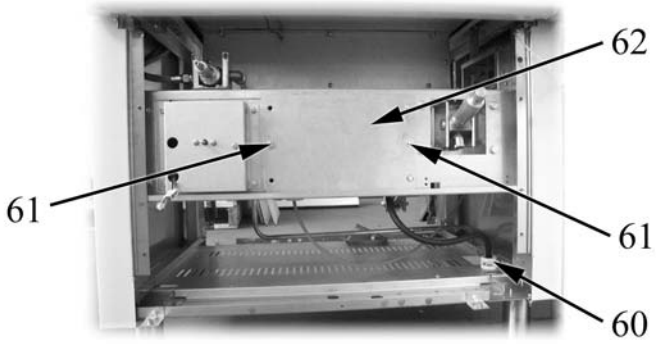

Fig. 6
- after removing the front panel, unscrew the bolts (item 61 in Fig. 6) that fixes the protective plate (item 62 in Fig. 6) to the appliance in order to access the terminal block;